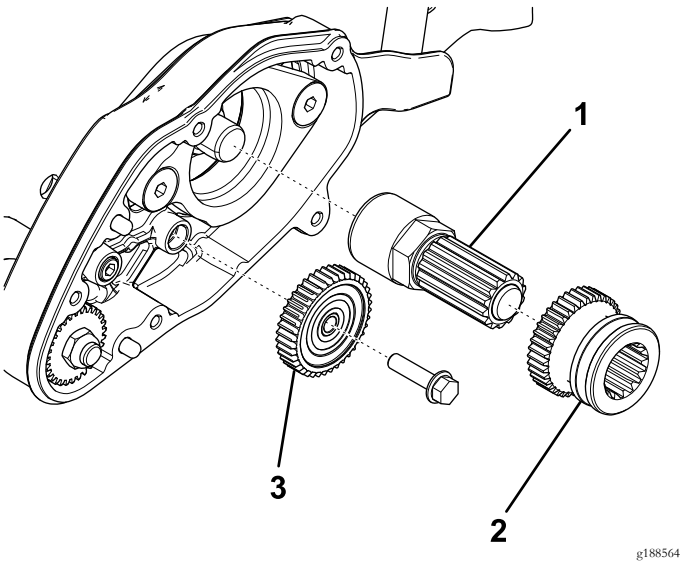

Figura 7
9. Inserite il gruppo albero nella prolunga dell'albero del cilindro (Figura 7).
10. Applicate del grasso sintetico al gruppo dell'albero e fate scorrere l'ingranaggio della trasmissione su di esso (Figura 7).
11. Installate l'ingranaggio tendicinghia a 40 denti (Figura 7).